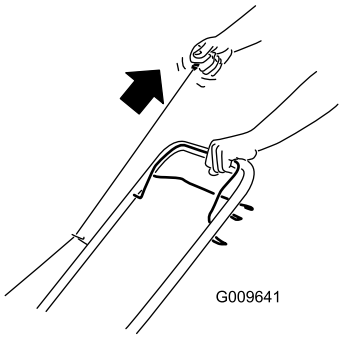

**Figuur 11**
2. Trek aan de handgreep van het startkoord (Figuur 11).